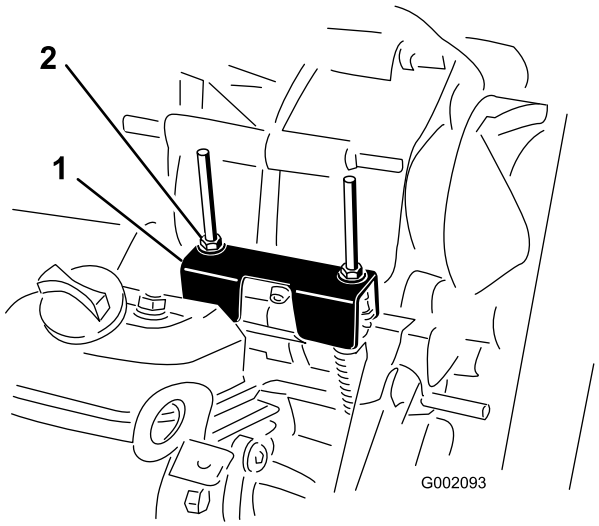

Figur 67
Når der udføres rutinemæssig vedligeholdelse og/eller motordiagnostik, skal transakslen sættes i neutral (Figur 67). Køretøjet har en neutral position på skiftegrebet, som styrer den neutrale position i transakslen. Følgende skridt bør tages for at sikre, at det neutrale skiftegreb betjener den neutrale position i transakslen korrekt:
2. Sørg for, at den neutrale konsol er i den neutrale position (i niveau med kabelmonteringskonsollen under skiftekonsollen) ved at dreje den drevne kobling (Figur 67).
3. Drej en af låsemøtrikkerne (Figur 67) for at få en afstand på 0,762 til 1,524 mm mellem bunden af møtrikken/spændeskiven og den neutrale konsol.